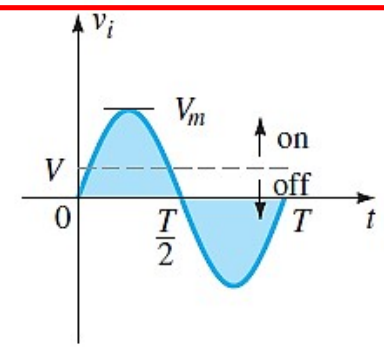

Fig.4: Define the "ON" and "OFF" regions.
- This permits drawing a line on the sinusoidal supply voltage as shown in **Fig. 4** to define the regions where the diode is on and off.